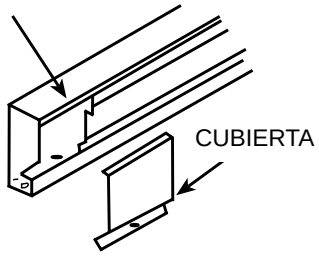

Figura 1
2. Extraiga la cubierta del compartimiento seleccionado de cableado (Figura 1) y descarte.